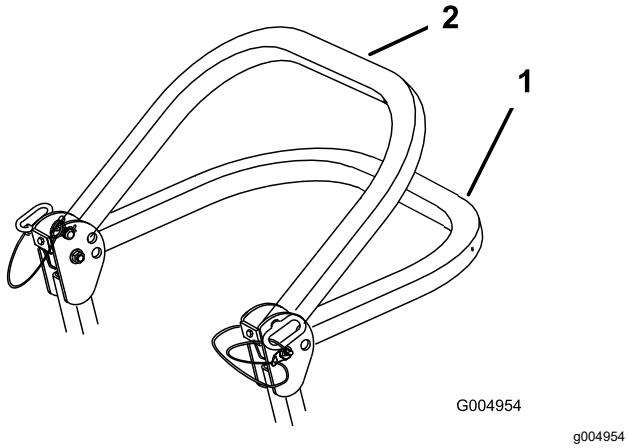

Rysunek 10
2. Opuść pałąk (Rysunek 10).
Informacja: Istnieją dwie pozycje dolne, patrz Rysunek 10.